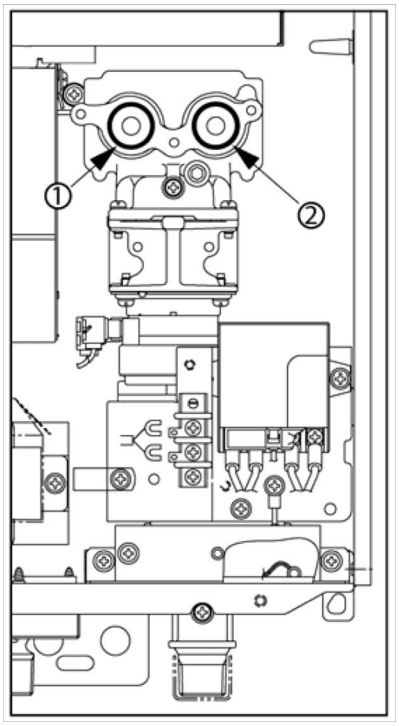

Fig. 2
▶ 6. Locate the 2 black O-Rings on the gas valve as indicated in Fig. 2. If torn or damaged, remove and replace these O-rings with the 2 new O-Rings supplied in the conversion kit. Discard the old O- Rings.
- 9. Secure the new manifold plate to the unit using the screws removed in step 5. The screws need only to be hand tightened and should not be tightened using a drill. First, insert screws 1-3 from Figure 2, but do not fully tighten these screws. Insert and fully tighten screws 4-7. Then proceed to completely tighten screws 1-3.